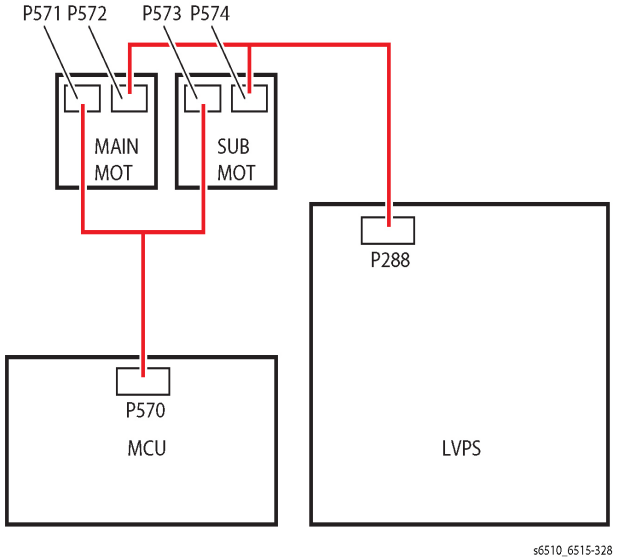

Figure 3
- Check the connection between the Main Motor and the MCU Board and verify P/J571 and P/J570 are fully seated. (Refer to Figure 3).
- Test the continuity of each cable of P/J571<=>P/J570. Refer to Figure 3).
- Check the connection between the Main Motor and the LVPS Board and verify P/J570 and P/J288 are fully seated. (Refer to Figure 3).
- Test the continuity of each cable of P/J572<=>P/J288. (Refer to Figure 3).